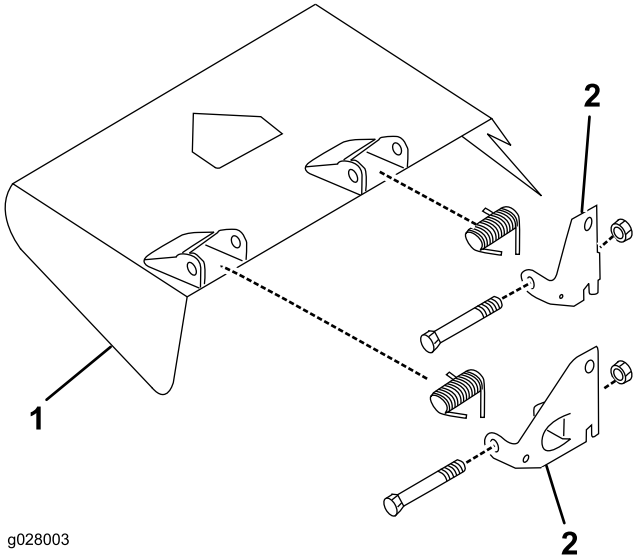

Figure 6
3. Using capscrews, locknuts and springs previously removed, install the new pivot brackets to the deflector mounts (Figure 6).